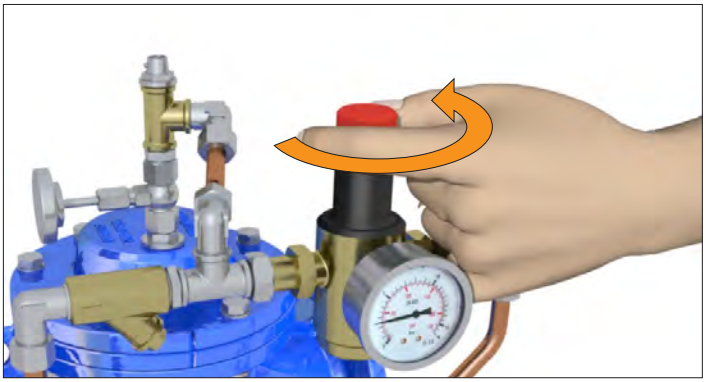

Рис. 6: Ослабление натяжения пружины
2. Полностью снять напряжение пружины «пилота», поворачивая красную ручку настройки против часовой стрелки (рис.6). Это делается вручную без применения инструментов.
9. Можно настраивать выходное давление. Для этого нужно медленно поворачивать регулировочный маховичок «пилота» по часовой стрелке (рис. 6), пока манометр на выходе РК не покажет необходимое значение.